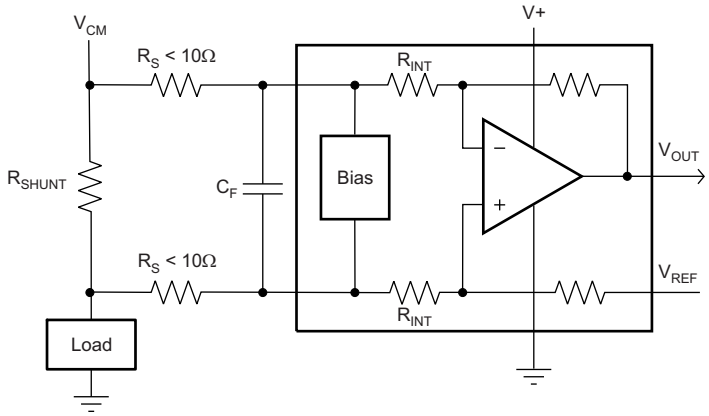

Figure 21. Filter at Input Pins
An obvious and straightforward filtering location is at the device output. However, this location negates the advantage of the low output impedance of the internal buffer. The only other filtering option is at the device input pins. This location, though, does require consideration of the ±30% tolerance of the internal resistances. Figure 21 shows a filter placed at the inputs pins.
The addition of external series resistance, however, creates an additional error in the measurement so the value of these series resistors should be kept to 10Ω or less if possible to reduce impact to accuracy. The internal bias network shown in Figure 21 present at the input pins creates a mismatch in input bias currents when a differential voltage is applied between the input pins. If additional external series filter resistors are added to the circuit, the mismatch in bias currents results in a mismatch of voltage drops across the filter resistors. This mismatch creates a differential error voltage that subtracts from the voltage developed at the shunt resistor. This error results in a voltage at the device input pins that is different than the voltage developed across the shunt resistor. Without the additional series resistance, the mismatch in input bias currents has little effect on device operation. The amount of error these external filter resistor add to the measurement can be calculated using Equation 2 where the gain error factor is calculated using Equation 1.
The amount of variance in the differential voltage present at the device input relative to the voltage developed at the shunt resistor is based both on the external series resistance value as well as the internal input resistors, R3 and R4 (or R_{INT} as shown in Figure 21). The reduction of the shunt voltage reaching the device input pins appears as a gain error when comparing the output voltage relative to the voltage across the shunt resistor. A factor can be calculated to determine the amount of gain error that is introduced by the addition of external series resistance. The equation used to calculate the expected deviation from the shunt voltage to what is seen at the device input pins is given in Equation 1:
- Updated Figure 21 10